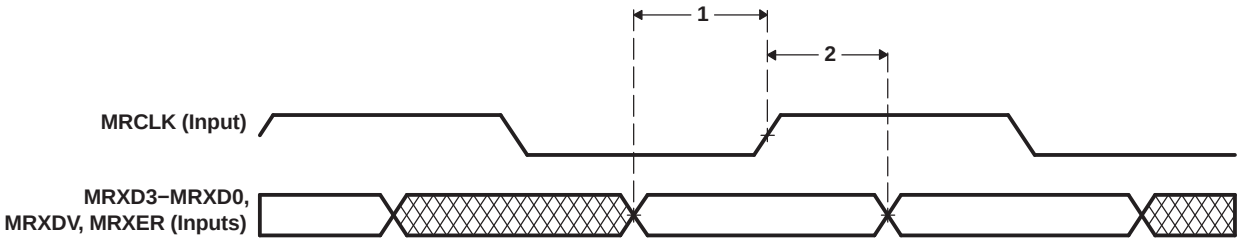

**Figure 6-46. EMAC Receive Interface Timing**
**Table 6-87. Timing Requirements for EMAC MII Receive 10/100 Mbit/s(1) (see Figure 6-46)**